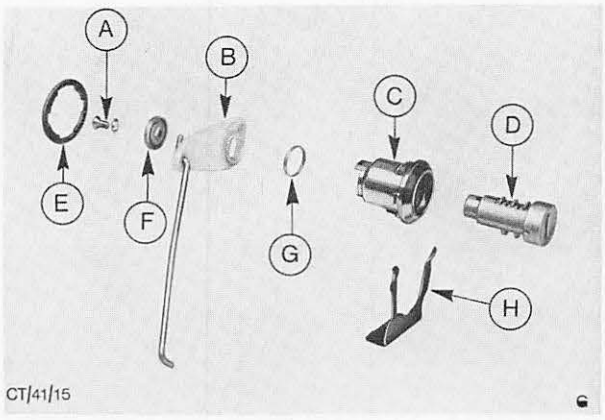

Abb. 44 Schließzylinder und Gehäuse zerlegt
3. Kreuzschlitzschraube am Ende des Zylinders entfernen, Lage von Klinke, Gehäuse, Feder und Hebel für den Zusammenbau beachten, Abb. 44, Klinke abnehmen, Hebel aushängen und samt Feder abnehmen. Schlüssel einsetzen und Schließzylinder aus dem Gehäuse ziehen.